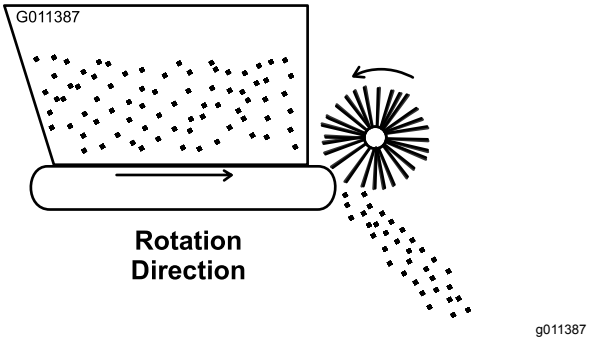

Figur 18
4. Starta fordonets motor och testa rotationen på transportbandet och borsten. Sätt fordonets reglage för det fjärrstyrda hydrauliksystemet i KÖRLÄGET. Rotationen ska vara som i Figur 18. Om rotationen går åt motsatt håll måste snabbkopplingarna vändas.